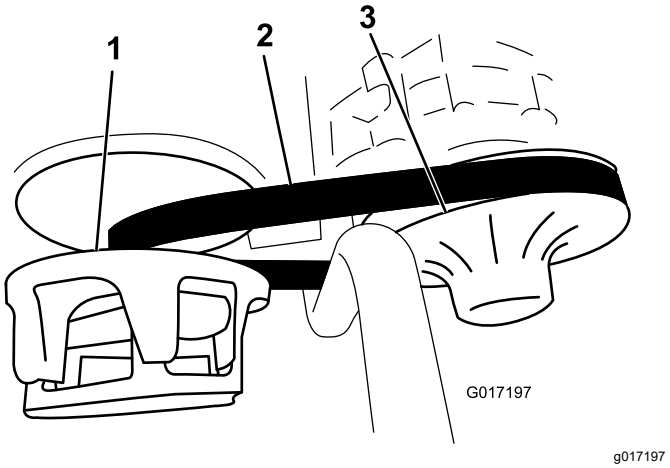

Figur 58
3. Vrid på remmen och kontrollera om den är sliten eller skadad (Figur 58).
3. Vrid remmen och dra den över sekundärkopplingen (Figur 58).
4. Ta bort remmen från primärkopplingen (Figur 58).
5. Placera den nya remmen över primärkopplingen (Figur 58).
6. Vrid remmen och dra den över sekundärkopplingen (Figur 58).